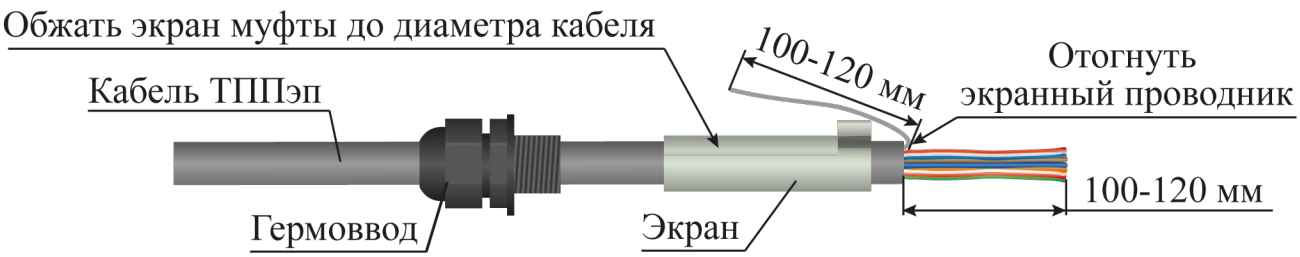

Рисунок 4.21
– надеть на оболочку кабеля ТППэп в следующей последовательности: гермоввод, экран муфты переходной (рисунок 4.21);
– обжать экран муфты переходной до внешнего диаметра кабеля ТППэп с помощью плоскогубцев (рисунок 4.21);
– снять оболочку со свободного конца кабеля ТППэп (с кабеля ТППбэп снять белую и черную оболочки) длиной 100 - 120 мм (рисунок 4.21);
– экранный проводник отвести в сторону (рисунок 4.21);